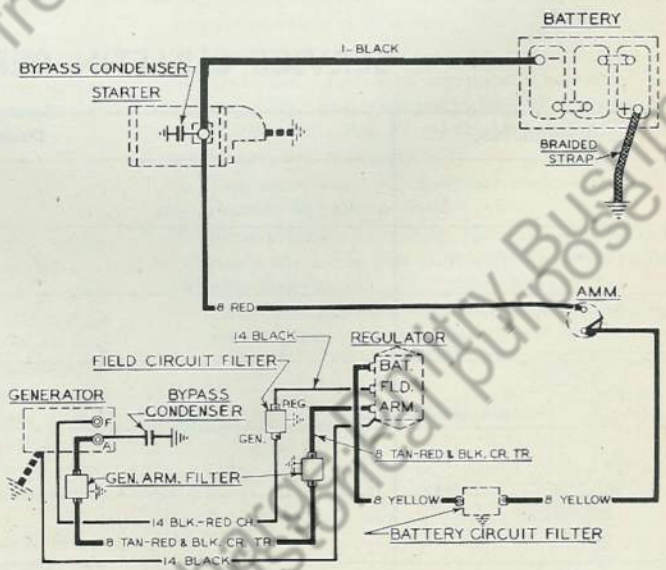

Fig. 21 Generator and Regulator Circuits
Regulator (Fig. 10) is three-unit type containing cut-out relay, voltage regulator, and current regulator. The regulator unit is mounted on engine side of dash on left-hand side. Wiring connections to unit terminals are as illustrated in Fig. 21.
1. WIRING CONNECTIONS: Tighten all wiring connections (Fig. 21) at periodic intervals.
The general wiring diagrams illustrated in Group 06W of this book show all electrical circuits. A portion of those diagrams is illustrated in Fig. 21 and shows only generating circuit as well as wiring connections at regulator and junction blocks.